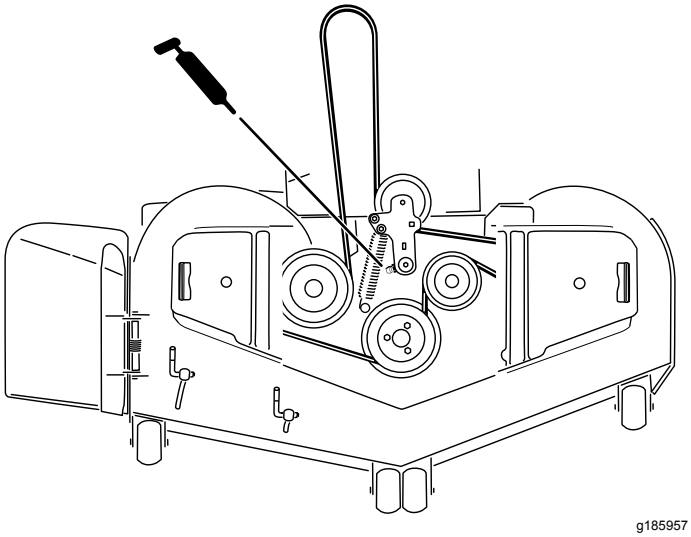

Figur 48
5. Smörj armen på klippdäckets mellanremskiva tills fett kommer ut på undersidan (Figur 48).